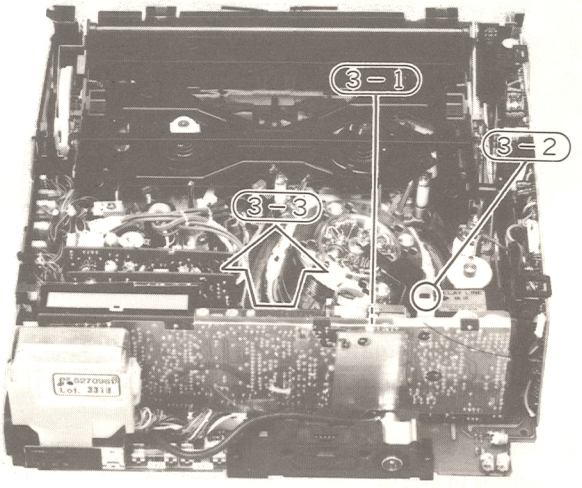

Fig. 12 Y/Chroma PC Board
3. Y/Chroma PC Board (Fig. 12)